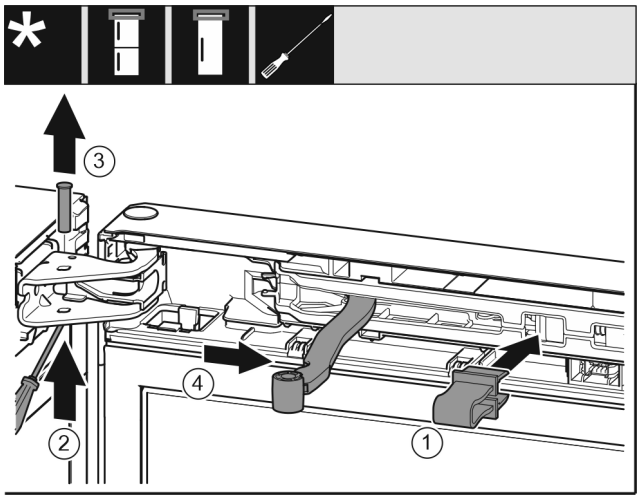

Fig. 11
▶ Sicherung *Fig. 11 (1)* in Öffnung einrasten.
▶ Bolzen *Fig. 11 (2)* herausschieben.
▶ Bolzen *Fig. 11 (3)* nach oben herausnehmen.
▶ Gelenk *Fig. 11 (4)* in Richtung Tür drehen.